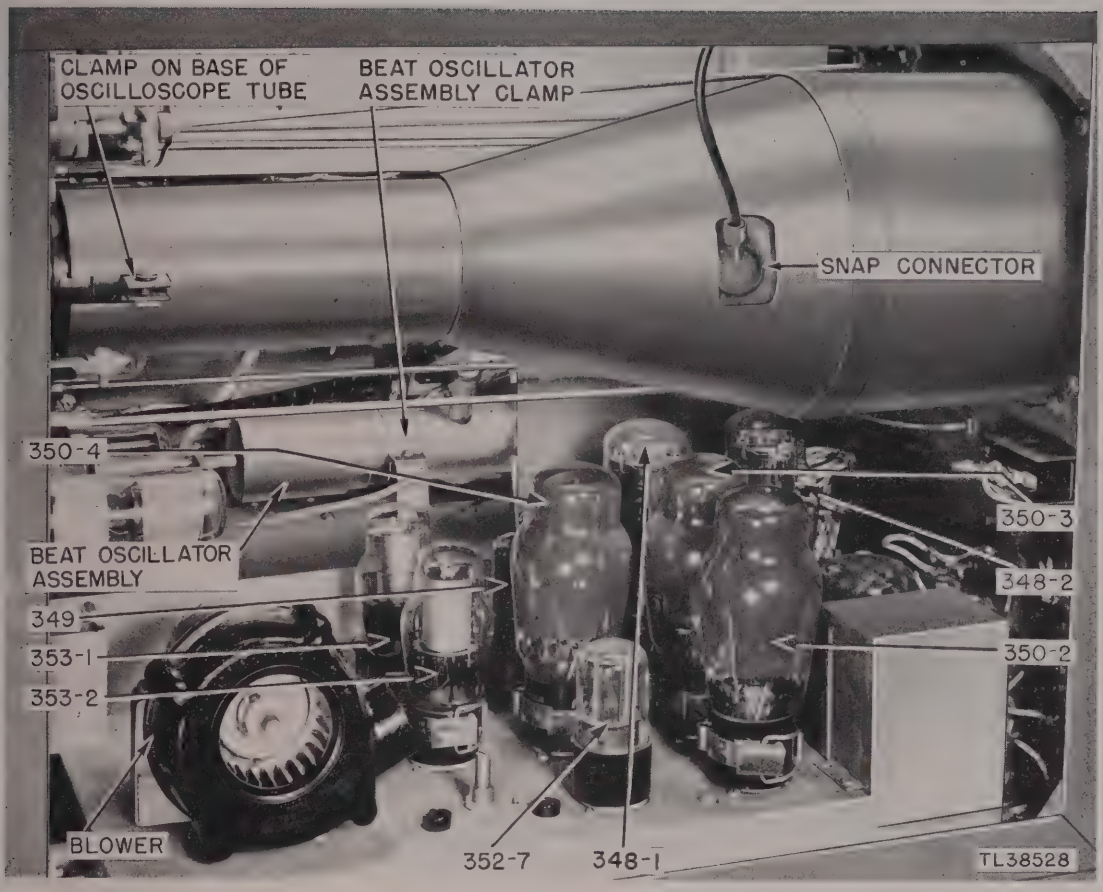

Figure 58. Indicator Unit ID-16/TPS-1A, left side.
+300 volts. The +300-volt output of the rectifier is regulated by a vacuum tube regulator composed of tubes 350-2, 350-3, 350-4, 352-7, and 353-2 (fig. 58). Gas tube 353-2 establishes a fixed voltage at cathode 6 of amplifier 352-7, while the potential at grid 4 is determined by the voltage divider composed of resistors 226-1, 291-1, and 226-2. Any variation in the +300 volts changes the potential of grid 4 and is amplified in the output of the right section of this tube. As plate 5 of this section feeds into grid 1 of the left section the change in voltage is further amplified in the left section of this tube and transmitted to the grids of series regulator tubes 350-2, 350-3, and 350-4, which are in parallel, altering their effective resistance and bringing the +300-volt output of the rectifier back to its normal value.
b. Tube 349 (fig. 58), supplied by one half of the secondary of transformer 362, is a half-wave rectifier producing —150 volts direct current. The output voltage is regulated by gas tube 353-1, which establishes a fixed potential across the output of the rectifier.